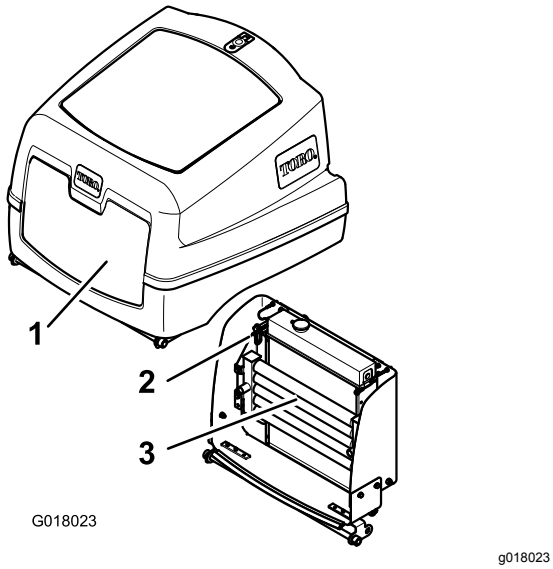

Figuur 51
4. Maak de vergrendeling los en open de motorkap (Figuur 51).